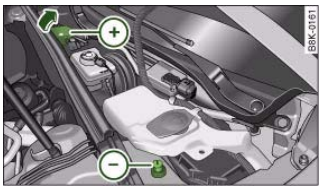

Fig. 248 Engine compartment: Terminals for jump leads and battery charger
The jump-start terminals are located in the engine compartment ⇒ fig. 248.
– Open the red cap on the positive terminal ⇒ fig. 248.